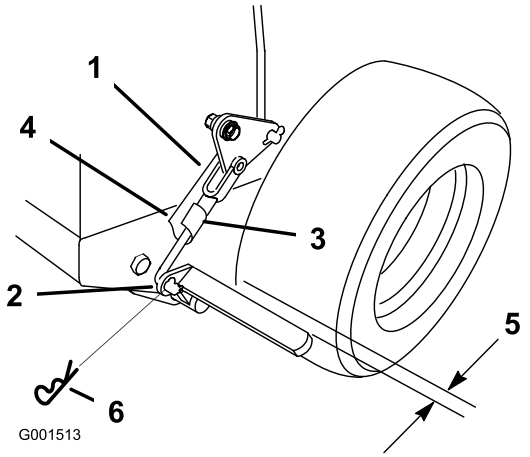

Figura 42
3. Retire el pasador de seguridad del acoplamiento inferior del freno (Figura 42).
4. Gire la horquilla del acoplamiento de freno inferior en el sentido de las agujas del reloj (enroscar) para apretar el freno de estacionamiento; gire la horquilla del acoplamiento del freno en el sentido contrario a las agujas del reloj (desenroscar) para aflojar el freno de estacionamiento (Figura 42).
Nota: Con el freno de estacionamiento quitado, el espacio entre el neumático y la barra plana es de aproximadamente 6 mm (Figura 42).
5. Fije el acoplamiento inferior a la palanca de freno inferior con el pasador de horquilla y el pasador de seguridad (Figura 42).